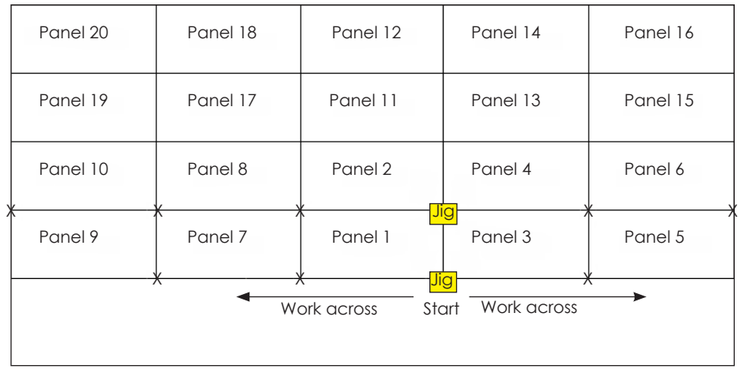
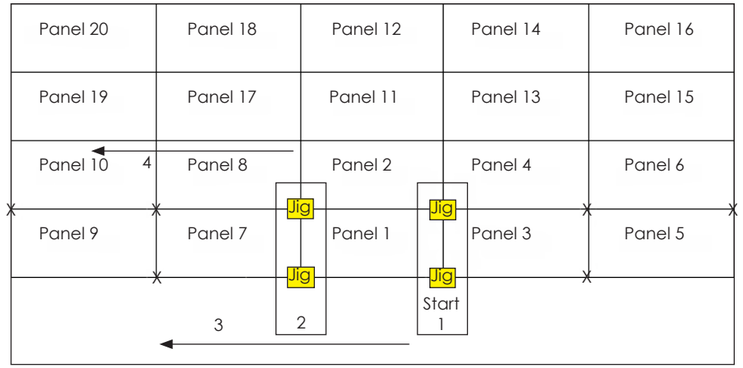

Figure 31: *Install Flattening Jigs*
Figure 32: *Adjust Z-Axis Panels*
2. Install the first two flattening jigs in the START locations in **Figure 31.**
4. Work horizontally across the display in one direction, adjusting the Z-axis panels at the X locations in **Figure 31**. Bring the center-most jig in front of the other two jigs while working across the display. Refer to **Figure 32.**
5. Go back to the center and work across the display in the other direction, adjusting the Z-axis panels in the X locations in **Figure 31.** Bring the center-most jig in front of the other two jigs while working across the display. Refer to **Figure 32**.